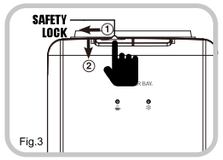

Fig.3
4. Slide the safety lock to the left side and simultaneously press the hot water button until no water comes out. (Fig. 3)
4. Press each water button to ensure water is running through the unit. (Fig. 3, Fig. 4)